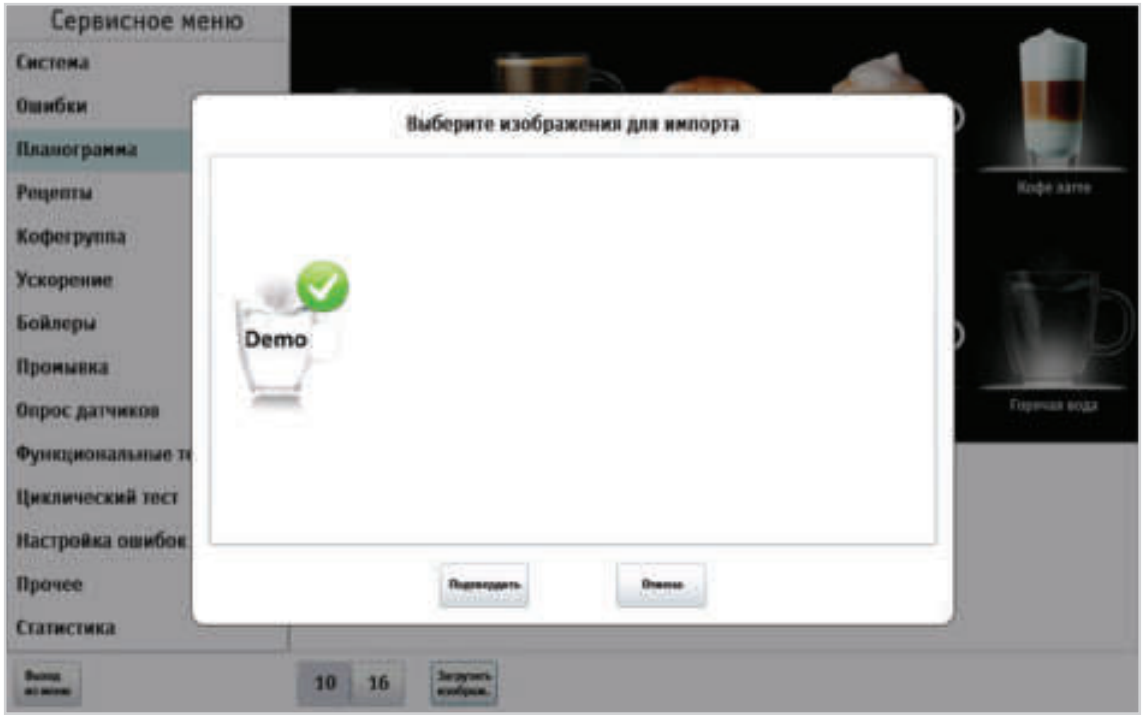

Рисунок 9.12.7 - Планограмма (Загрузка изображения)
4. Выберите изображение из списка (см.рис.9.12.7) и нажмите кнопку **(Подтвердить).**